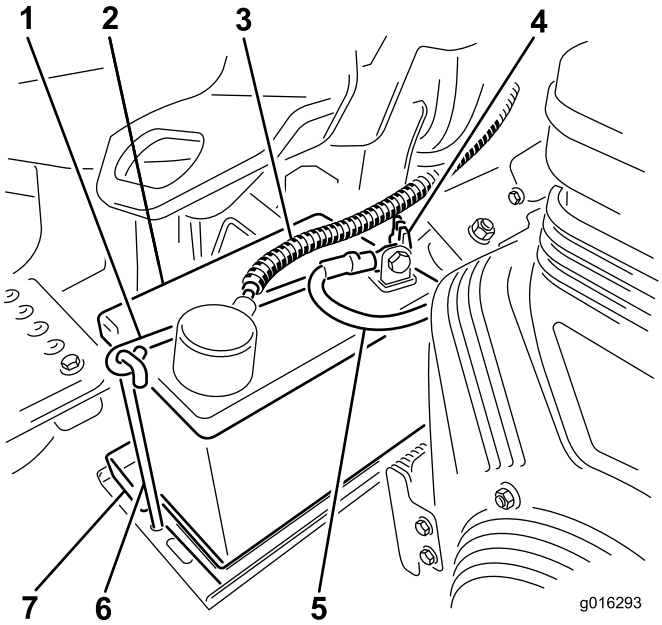

Figuur 8
7. Plaats de accu op de accubak en bevestig deze met de accuklem en het bevestigingsmateriaal dat u eerder hebt verwijderd (Figuur 8).
8. Bevestig de pluskabel (rood) aan de pluspool (+) van de accu en vervolgens de minkabel (zwart) aan de klem van de minpool (–) van de accu en zet deze vast met behulp van de bouten en moeren (Figuur 8). Schuif het rubberen stofkapje over de pluspool om eventuele kortsluiting te voorkomen.